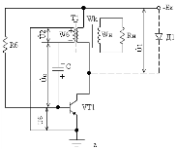

Рис. 1.26
26. С помощью каких элементов можно регулировать период (Т) и длительность ($t_н$) импульса БГ (рис.1.26)?